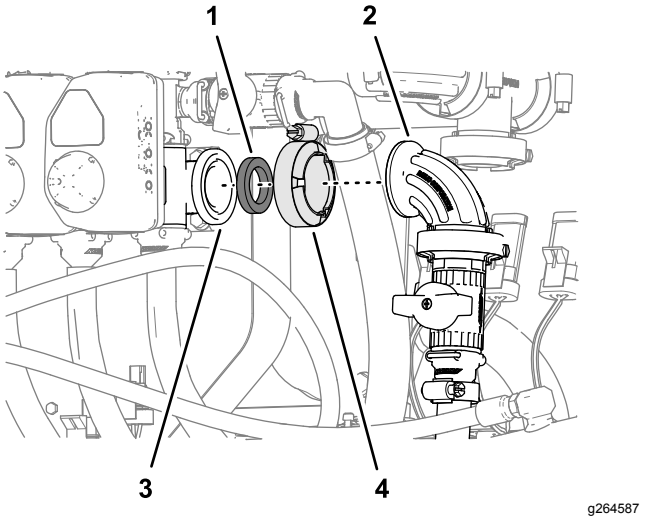

Rysunek 139
4. Zamontuj kolanko ° zaworu odcinającego opcjonalnego zestawu lancy do zraszania ręcznego lub zestawu elektrycznego zwijania węża do kołnierza zaworu dyszy 10 i zamocuj za pomocą obejmy kołnierzowej i uszczelki zdemontowanych w kroku 1, po czym dokręć obejmę palcami (Rysunek 139).